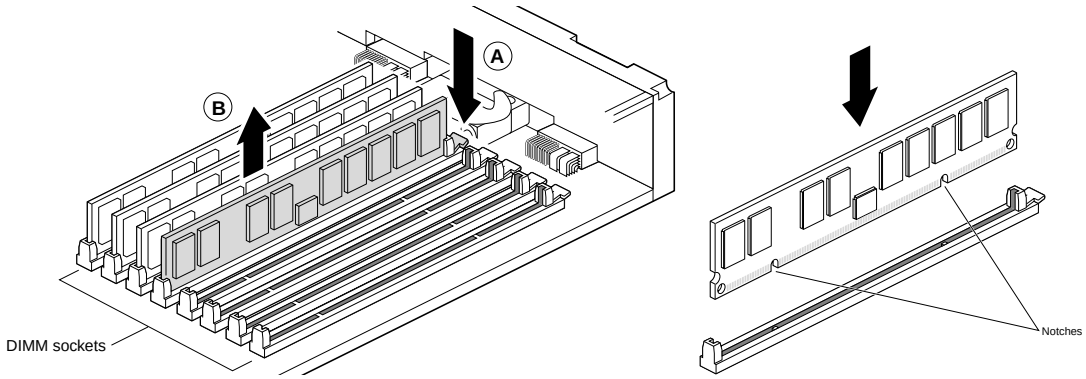

Figure 5-126 Host (Octane) DIMM Removal & Installation
As shown in Figure 5-126, press down on the latch at (A), near the end of the **DIMM** socket. The **DIMM** partially ejects from the socket. It can then be removed (B, in Figure 5-126).
2.) Insert the replacement **DIMM** into the socket, gently but firmly. You hear a click as it is seated, and the latch on the end of the socket moves up. **DIMM**s are notched on the bottom so that they cannot be inserted incorrectly. See Figure 5-126.